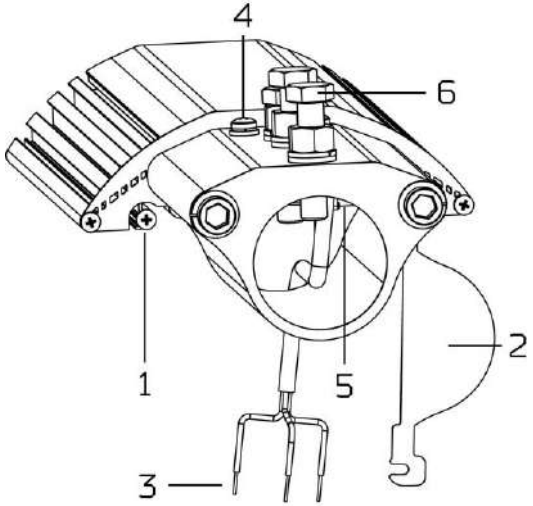

Рис. 2. Подключение светильника.
8.1. Ослабить саморезы 1 на торцевой стороне светильника, сдвинуть заглушку 2 (рис. 2). Вынуть соединительные провода 3 светильника.